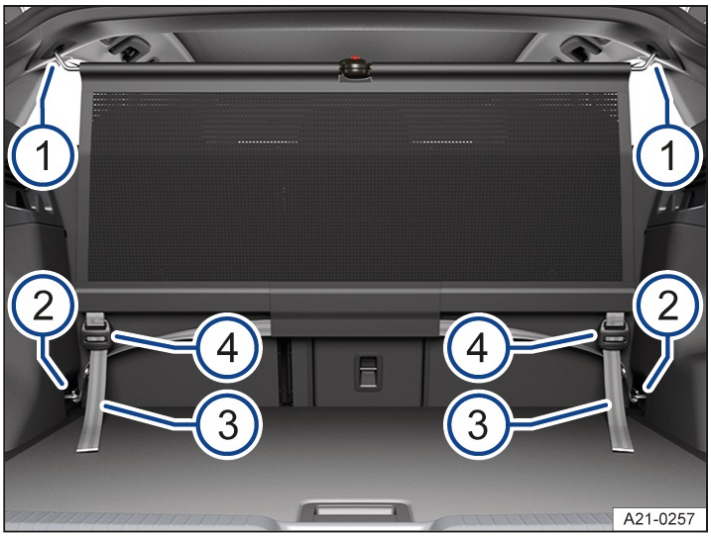

Fig. 1 In the luggage compartment: net partition installed behind the rear bench seat.
The net partition can be optionally installed behind the rear bench seat → *Fig. 1* or behind the front seats *(→ Net partition behind the front seats)*.
4. Hook one of the retaining hooks of the upper transverse rod into one of the mounts in the roof→ *Fig. 1* (1).